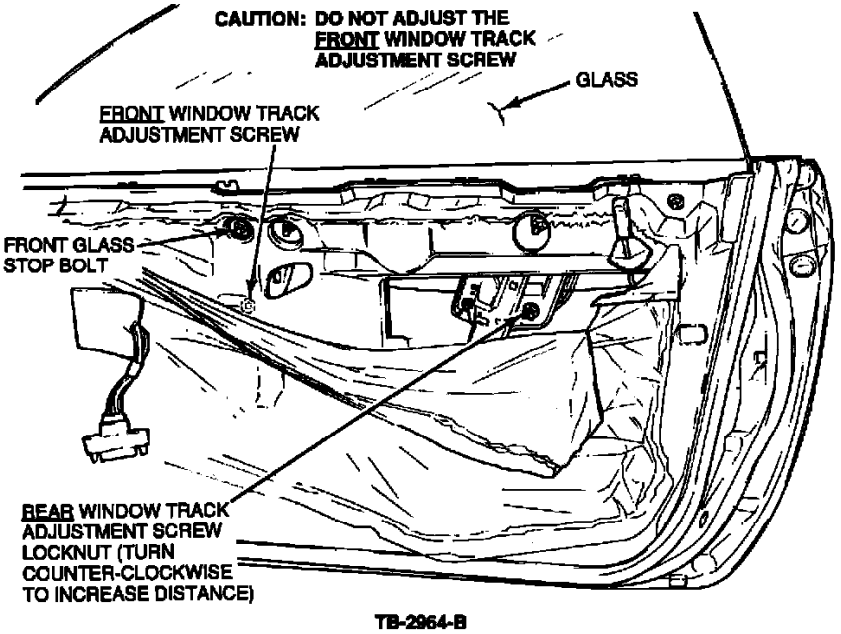
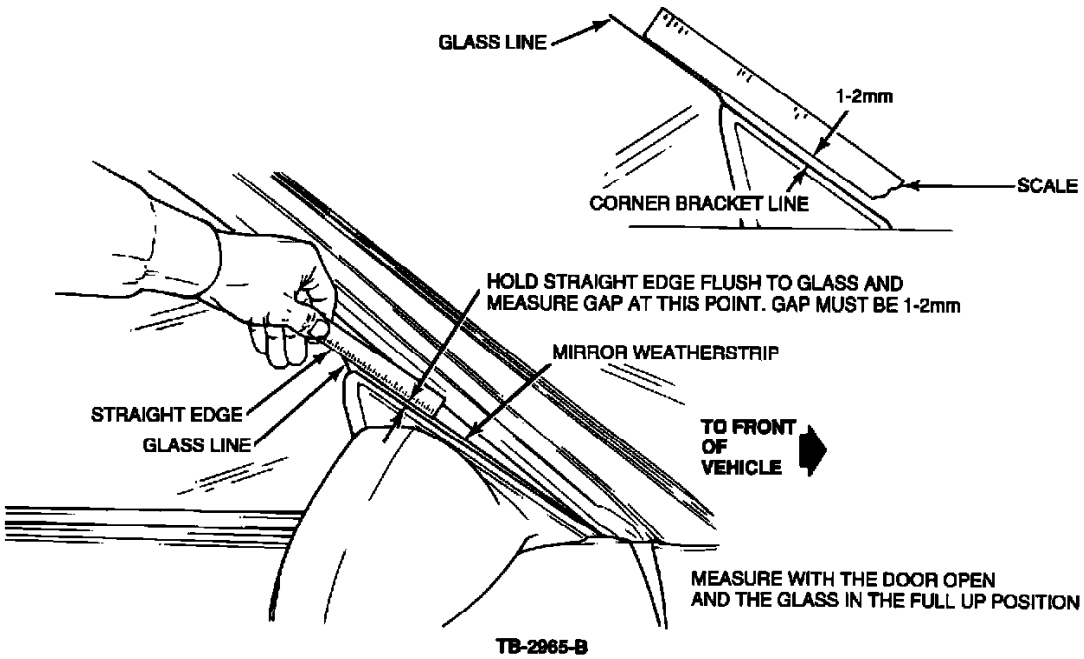

Figure 8
Figure 9
c. To adjust, loosen the adjustment screw locknut, Figure 8, and turn the adjustment screw counter-clockwise to increase the distance.
a. With the glass in the full up position, place a straight edge on the glass. See Figure 9.
c. If adjustment is required, lower the window 1" (25.4 mm). Loosen the front glass stop bolt, Figure 8, and move the stop the distance required to obtain the 1-2 mm gap as shown in Figure 9.